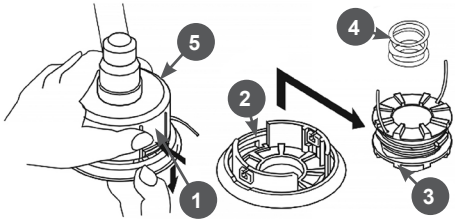

Рис. 17 Разборка триммерной головки
1. Нажмите на корпусе 5 стопорные защелки 1 (в двух местах) и снимите крышку (Рис. 17). Легче снимать крышку, нажимая на защелки одну за другой.